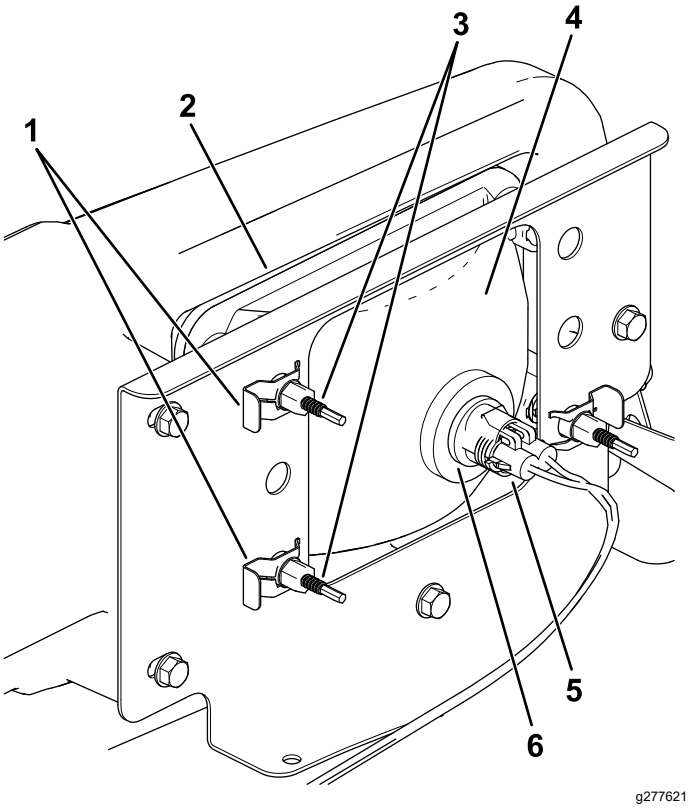

Figur 41
3. Frakobl det elektriske stik til ledningsnettet fra stikket på lampesamlingen (Figur 41).
4. Afmonter klemmerne, der fastgør forlygten til forlygtebeslaget (Figur 41).
5. Fjern forlygteenheden ved at føre den fremad og ud gennem åbningen i forkofangeren (Figur 41).
6. Monter den nye forlygte gennem åbningen i kofangeren (Figur 41).
8. Tilslut det elektriske stik til ledningsnettet til stikket på lampesamlingen (Figur 41).
5. Drej justeringsskruer (Figur 41) bag på forlygteenheden for at dreje forlygteenheden og rette positionen af lygtens lysstråle ind.